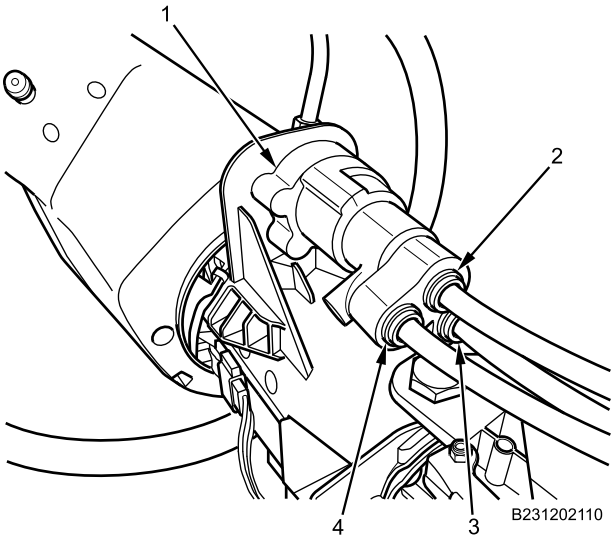

Figure 5. Trailer Control Valve Air Lines.
4. Connect BLACK exhaust air line (Figure 5, Item 3), GREEN delivery air line (Figure 5, Item 4), and GREEN supply air line (Figure 5, Item 2) on trailer control valve (Figure 5, Item 1).